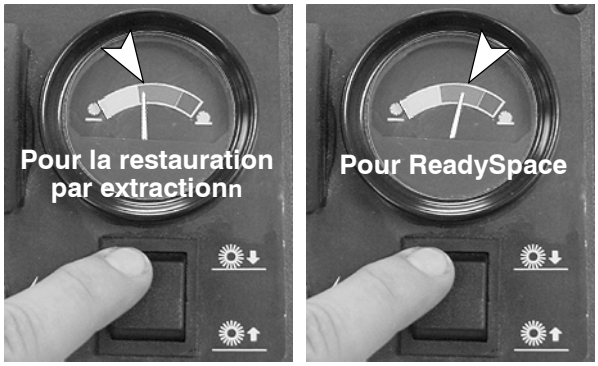

FIG. 9
4. Réglez l'appareil de mesure de la pression des brosses. Pour obtenir d'excellents résultats de nettoyage, réglez l'appareil de mesure de la pression des brosses dans la zone verte comme illustré (Figure 9).